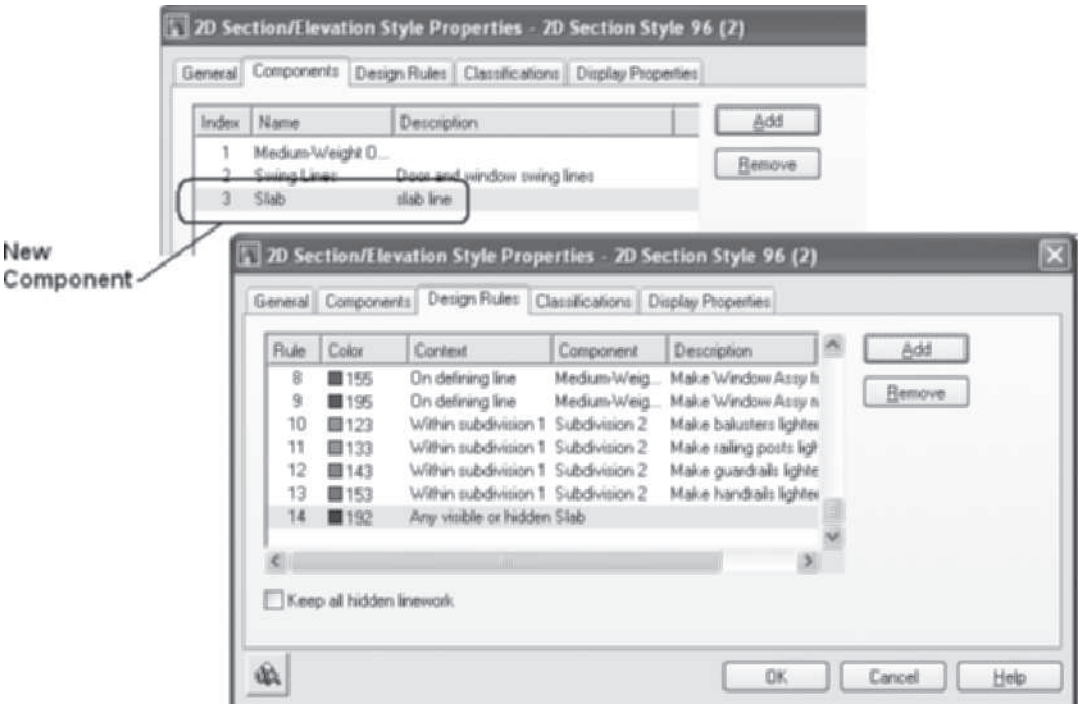

FIGURE 12.71 *Creating a new display component*
13. Select the **Components** tab and click the **Add** button as shown in Figure 12.71. For Index 3, edit the Name to **Slab** and the Description to **slab line**.
14. Select the **Design Rules** tab. Click the **Add** button to add Rule 14. Select the **Color** column to open the **Select Color** dialog box, type **192** in the color field, and click **OK** to dismiss the Select Color dialog box. Select the **Context** column to display the drop-down list and select **Any visible or hidden**. Select the **Component** column to display the drop-down list and select the **Slab** component as shown in Figure 12.71. Do not close the dialog box.